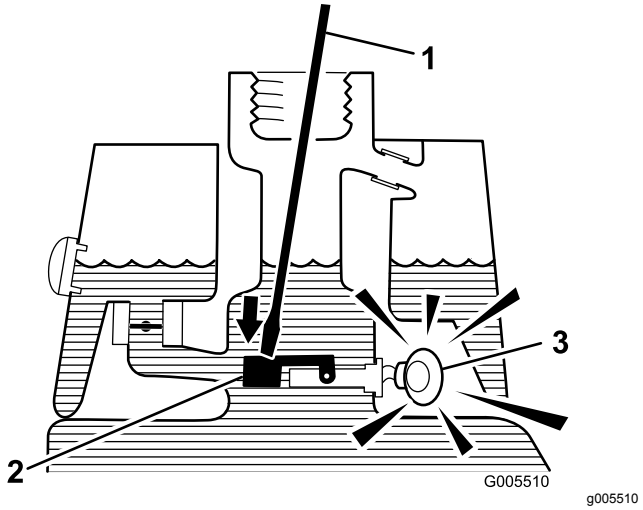

Figur 53
3. Sæt en ren stang eller skruetrækker ind i tankens studs og tryk forsigtigt ned på svømmerkontakten (Figur 53): Alarmen bør lyde efter et sekunds forsinkelse.